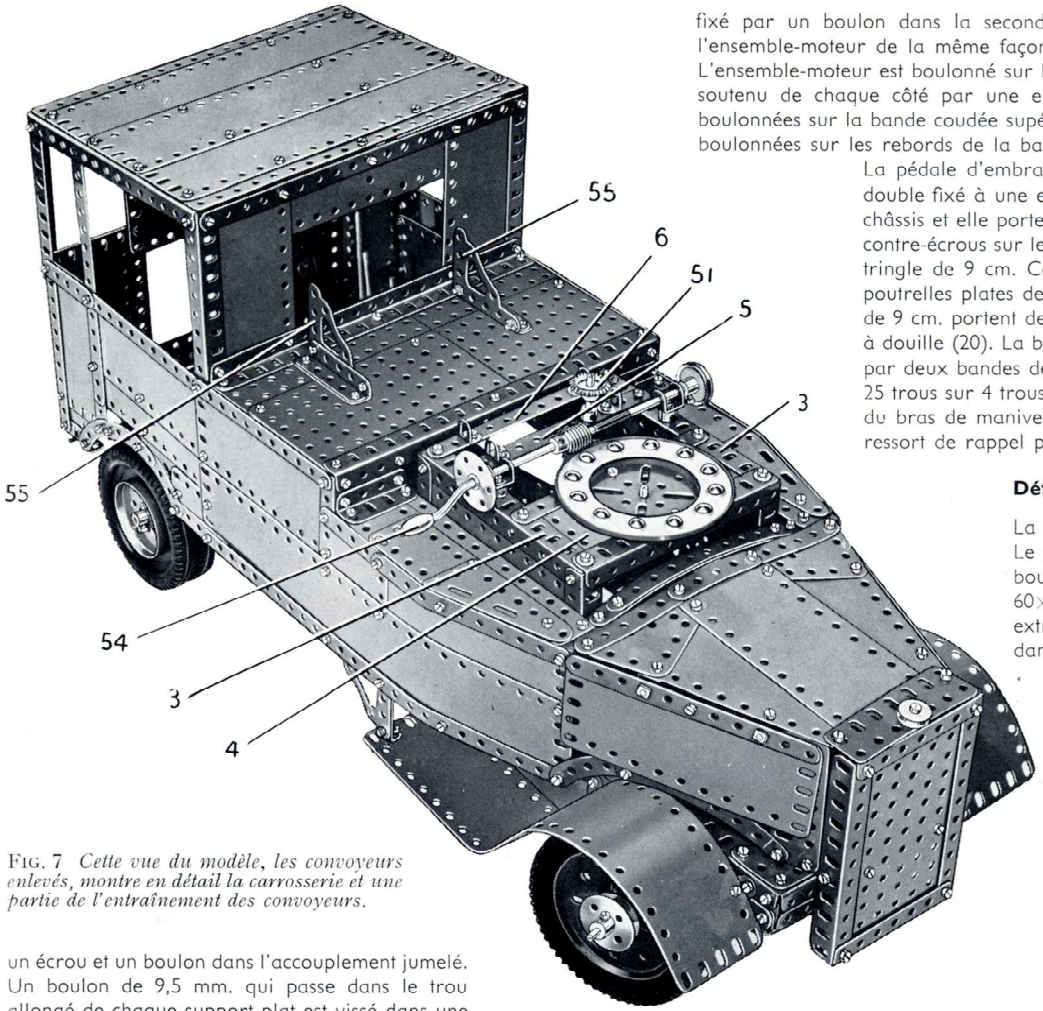
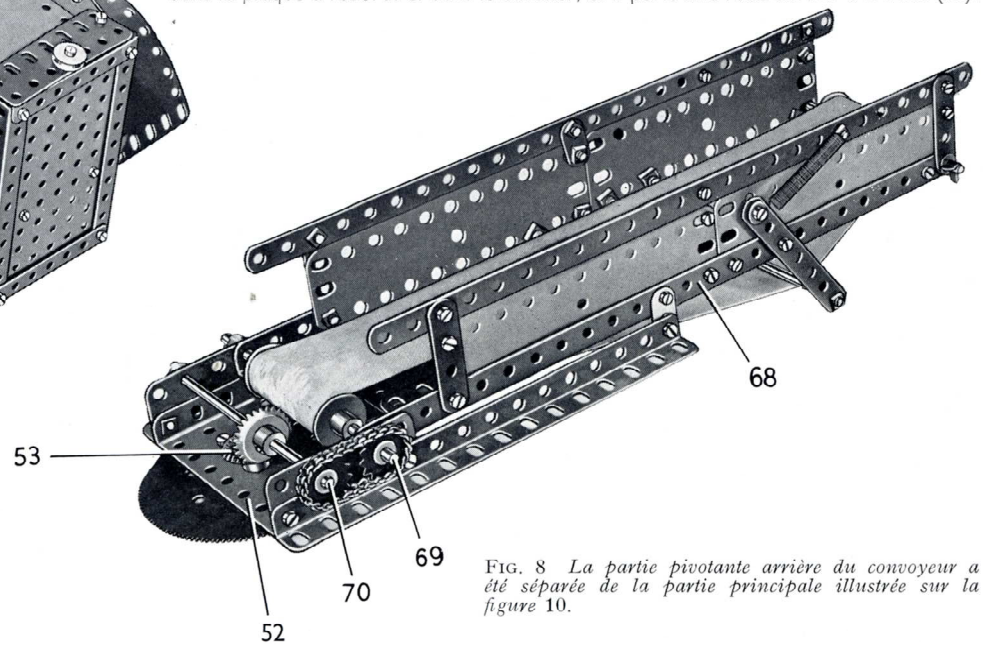
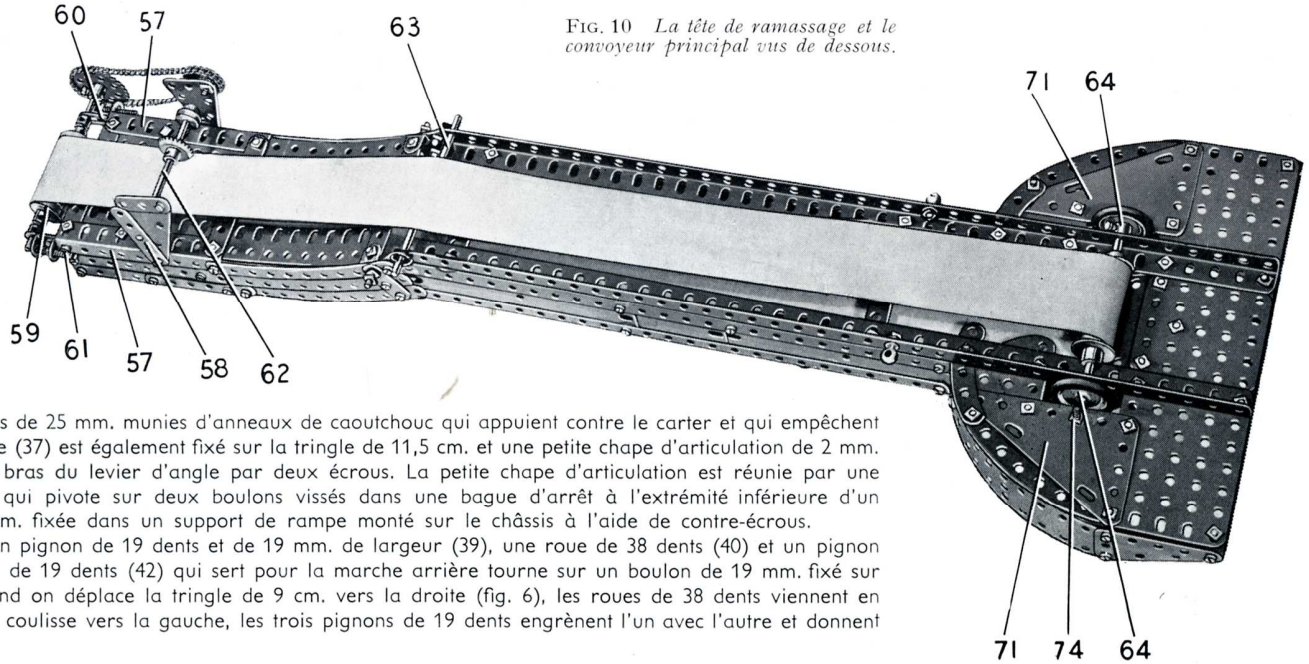
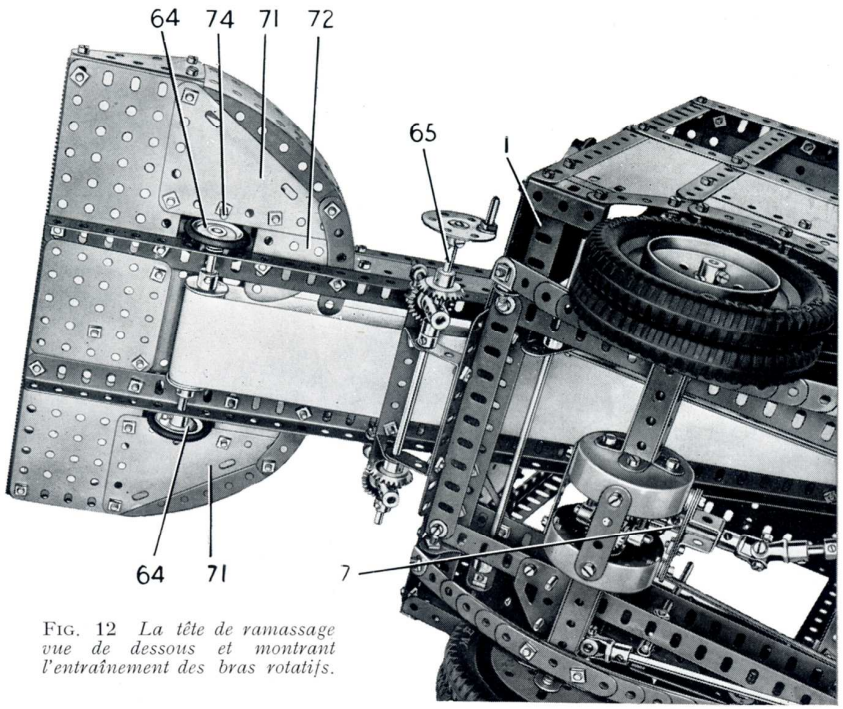

FIG. 7 *Cette vue du modèle, les convoyeurs enlevés, montre en détail la carrosserie et une partie de l'entraînement des convoyeurs.*
FIG. 8 *La partie pivotante arrière du convoyeur a été séparée de la partie principale illustrée sur la figure* 10.
FIG. 10 *La tête de ramassage et le convoyeur principal vus de dessous.*
FIG. 12 *La tête de ramassage vue de dessous et montrant l'entraînement des bras rotatifs.*
La roue de chaîne (50) est réunie par une chaîne Galle à une roue de chaîne de 28 dents fixée sur une tringle de 5 cm. verticale qui passe au travers du plateau à rebords de roulement à billes boulonné sur le plateau central (4) (fig. 7). Une roue de 133 dents repose sur l'anneau monté avec billes, et sur la roue dentée est boulonnée la plaque à rebords de 9×6 cm. (52) du convoyeur (fig. 8). L'ensemble est fixé sur la tringle de 5 cm. par un pignon d'angle de 26 dents (53) (fig. 8) et la tringle est libre de pivoter. La roue de 133 dents est commandée par une manivelle (54) (fig. 7) prolongée par une tringle à l'aide d'un raccord de tringles. L'ensemble passe dans les rebords de deux grandes chapes d'articulation fixées sur les cornières (3) par des boulons de 12 mm. Une vis sans fin montée sur la manivelle engrène avec la roue de 133 dents.
Construction de la carrosserie (Fig. 7 et 9)
Le montage des pièces qui servent à construire la carrosserie apparaît clairement sur la figure (9). La plateforme située derrière la cabine est formée par deux plaques sans rebords de 14×9 cm. et deux de 14×6 cm. et deux équerres d'assemblage (55) (fig. 7) sont boulonnées sur des cornières de 5 trous fixées sur la plateforme. Le radiateur est une plaque sans rebords de 14×9 cm. bordée par des cornières, et à l'intérieur de la plaque sans rebords trois bandes de 5 trous (56) placées l'une sur l'autre sont maintenues par des boulons de 12 mm. Ces boulons servent également à fixer le radiateur sur les rebords des équerres renversées (24) (fig. 5). La carrosserie est boulonnée sur la cornière (1) (fig. 2) à l'avant et sur des équerres fixées aux extrémités de la cornière (2) (fig. 3).
Montage des convoyeurs (Fig. 8 et 10)
La partie fixe du convoyeur principal (fig. 10) est constituée de chaque côté par une poutrelle plate de 15 trous et une de 4 trous, réunies par trois bandes de 7 trous. Les côtés sont formés chacun par une cornière de 9 trous (57), une bande de 9 trous, une de 5 trous, une de 6 trous et trois bandes incurvées de 14 cm. réunies par deux embases triangulées plates et une bande de trois trous. La partie fixe est tenue par des boulons de 9,5 mm. sur les équerres d'assemblage (55) (fig. 7), et elle est soutenue par deux plaques flexibles triangulaires de 6×4 cm. renforcées par des bandes de 5 trous (58) et des bandes de 3 trous, et qui sont fixées par des équerres sur les bandes (5) et (6) (fig. 7).
Le rouleau d'entraînement (59) est formé par deux roues à boudin de 19 mm. ajustées sur un manchon. Le rouleau est fixé sur une tringle de 13 cm. qui passe dans les trous allongés de bandes-glissières de 5 cm. (60) (fig. 10). Une équerre ordinaire et une équerre de 26×12 mm. sont fixées de chaque côté par le même boulon que la bande-glissière, et un boulon de 28 mm. (61) (fig. 10) est passé dans leurs rebords. Un ressort de compression est placé sur le boulon entre l'équerre ordinaire et un écrou. Ce système oblige la tête de boulon à s'appuyer contre la tringle de 13 cm. et de la sorte la tringle est amenée à l'extrémité du trou allongé de la bande-glissière. Ceci permet de régler la tension de la courroie du convoyeur. Une roue de chaîne de 28 dents montée sur la même tringle que le rouleau (59) est réunie par une chaîne Galle à une roue de chaîne de 18 dents montée sur une tringle de 13 cm. (62) qui passe dans les bandes (58). Un pignon d'angle de 26 dents monté sur la tringle (62) engrène avec le pignon d'angle (51) (fig. 7).
L'extrémité pivotante du convoyeur principal est constituée par deux cornières de 37 trous réunies par deux bandes de 7 trous. La partie couverte se construit en boulonnant une cornière de 25 trous sur chacun des côtés. Une plaque flexible de 6×4 cm. et deux de 14×4 cm. sont boulonnées sur chaque cornière de 25 trous, et une autre cornière de 25 trous est boulonnée sur leurs bords supérieurs. Les cornières de chaque côté sont réunies par des bandes de 7 trous sur lesquelles est boulonnée une plaque-bande de 19 trous. La partie pivotante est montée sur une tringle de 11,5 cm. (63) (fig. 10) qui passe dans des supports plats boulonnés sur la partie fixe du convoyeur. Le rouleau inférieur est formé par deux roues à boudin de 19 mm. tenues écartées l'une de l'autre de la largeur de la courroie du convoyeur et fixées
La partie arrière du convoyeur qui apparaît sur la figure 8 se construit en boulonnant une cornière de 15 trous sur chaque rebord de la plaque à rebords (52). Une poutrelle plate de 5 trous est également fixée sur chaque rebord, et une cornière de 25 trous (68) est tenue par la poutrelle plate et par un support plat boulonné sur la cornière de 15 trous. Les cornières (68) sont réunies à trois trous de leurs extrémités extérieures par une bande de 7 trous, et une poutrelle plate de 19 trous et une de 3 trous sont boulonnées sur les trous allongés de chacune des cornières (68). Les côtés du convoyeur sont des plaques flexibles de 14×4 cm. fixées sur des bandes de 4 et de 25 trous.
La tête se construit en boulonnant deux plaques sans rebords de 11,5×6 cm. et une de 6×6 cm. sur les cornières de 37 trous du convoyeur principal (fig. 10). Une cornière de 5 trous est fixée à l'extrémité extérieure de chaque plaque sans rebords de 11,5×6 cm., et chacune de ces plaques est réunie à l'une des cornières de 37 trous par une bande incurvée épaulée de 10 cm. et par une bande incurvée de 6 cm. L'espace entre la cornière et la bande incurvée de chaque côté est recouvert par une plaque flexible triangulaire de 9×5 cm. (71) et par une plaque semi-circulaire (72) (fig. 12). Une bande de 5 trous est boulonnée entre la plaque sans rebords de 11,5×6 cm. et la plaque semi-circulaire le long du bord de la plaque flexible triangulaire.
Les bras pivotants (73) (fig. 1) sont des supports doubles boulonnés sur des bandes de 5 trous. Chaque bande est fixée par une équerre sur un plateau central. Le plateau central tourne sur un boulon de 28 mm. (74) (fig. 12) tenu par deux écrous dans l'une des plaques flexibles triangulaires. Le plateau central repose sur l'anneau de caoutchouc de l'une des poulies (64) (fig. 12) et est entraîné par friction, grâce à l'anneau de caoutchouc monté sur cette poulie.